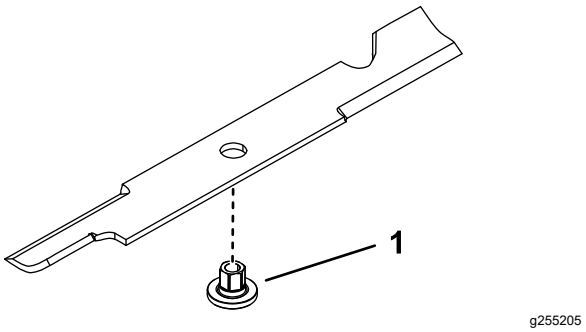

Figure 90
1. Insérez la douille dans la lame en plaçant l'embase sur le côté inférieur (côté herbe) de la lame (Figure 90).